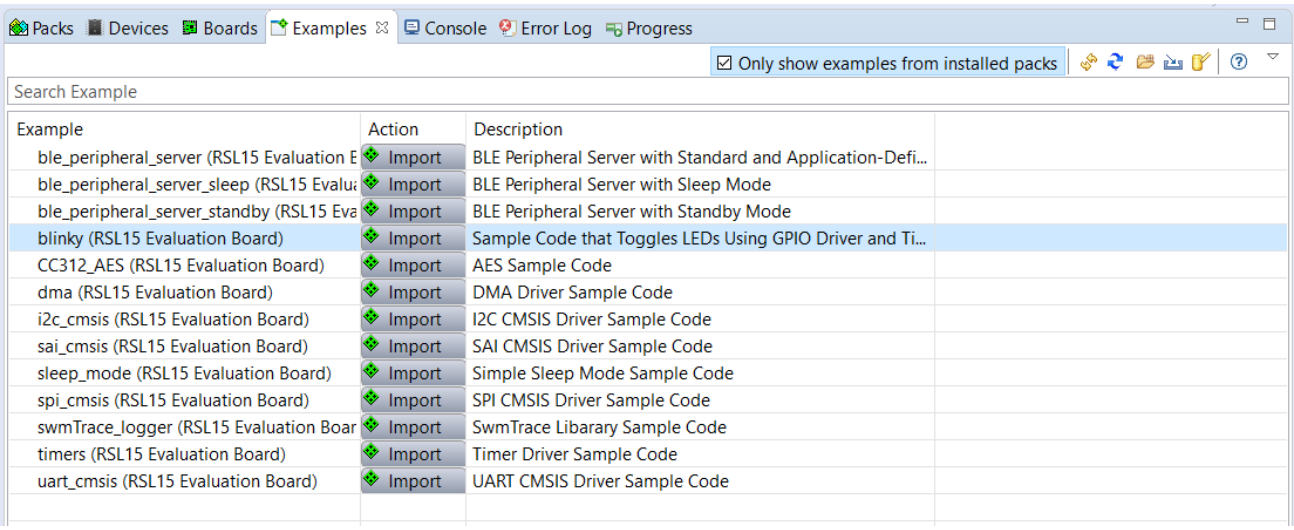

Figure 34. IAR Embedded Workbench CMSIS Manager: Examples Tab
2. Choose the example project called **blinky**, and click the **Copy** button to import it into your workspace (see the "IAR Embedded Workbench CMSIS Manager: Examples Tab" figure (Figure 34)). Choose a destination folder for a copy of the sample code.